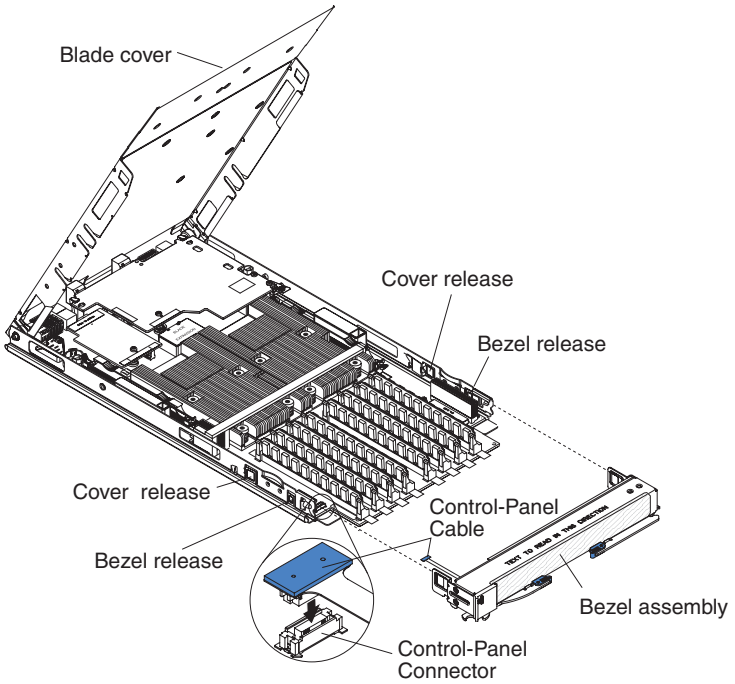

Figure 25. Installing the front bezel assembly
Figure 25 shows how to install the front bezel assembly on the blade server.
3. Carefully slide the front bezel assembly onto the blade server, as shown in Figure 25, until it clicks into place.